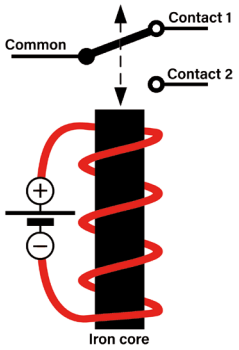

Figure 3.7 Principle of operation of an electromagnetic relay.
Most high-power relays are electromechanical types. These relays work on the principle of electromagnetic induction. As shown in Figure 3.7, a coil is wound on a soft iron core. The contacts of the relay can either be normally closed (NC) or normally open (NO). When current flows through the coil (e.g. when voltage is applied to the coil), an electromagnetic filed develops in the core which pulls on the contacts, thus changing the state of the relay. When the current is removed, the relay contacts return to their original states by a spring action. When an electromechanical relay is used in transistor circuits, it is necessary to connect a reverse-biased diode in parallel with the relay to avoid any damage to the transistor.